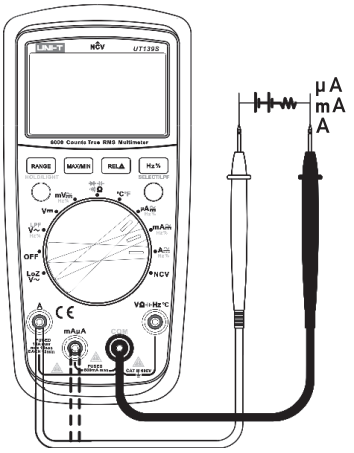

Рисунок 9
1) Установите поворотный переключатель в положение **μA ≂, mA ≂, A ≂** (Рисунок 9).